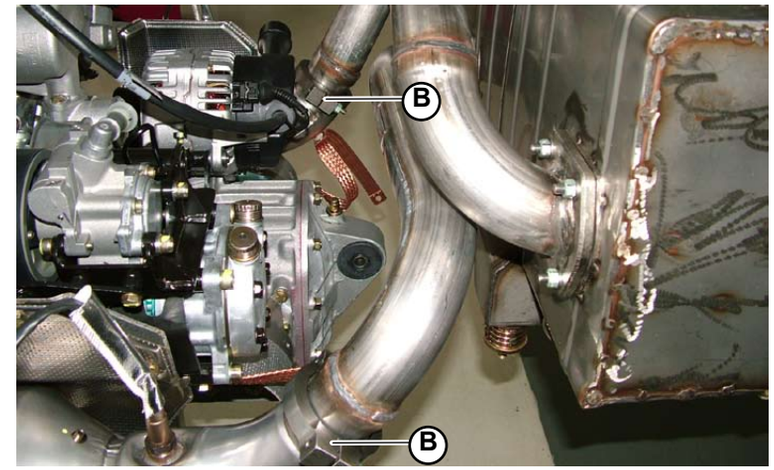

Fig.6
2. Remove the clamps (**B-Fig. 6**) and extract (from the catalytic converters) the two pipes connecting the silencer to the catalytic converters.